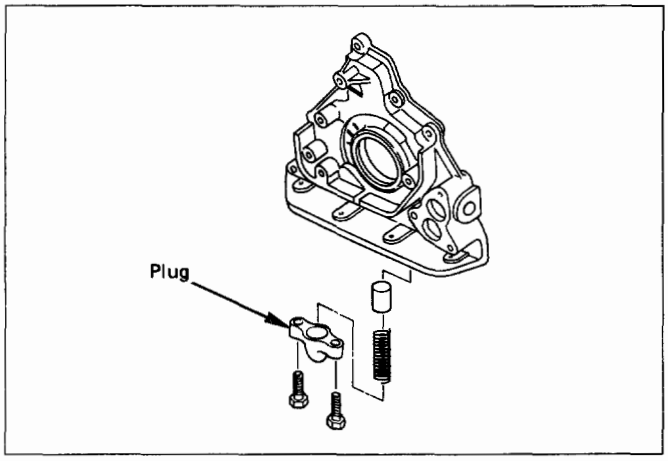

Fig. 6A-62
Install the plug (Fig. 6A-62).
- Carefully remove any oil from the cylinder body and the pump. Apply sealant (TB-1207B or equivalent) to the pump fitting face as shown in Fig. 6A-63.